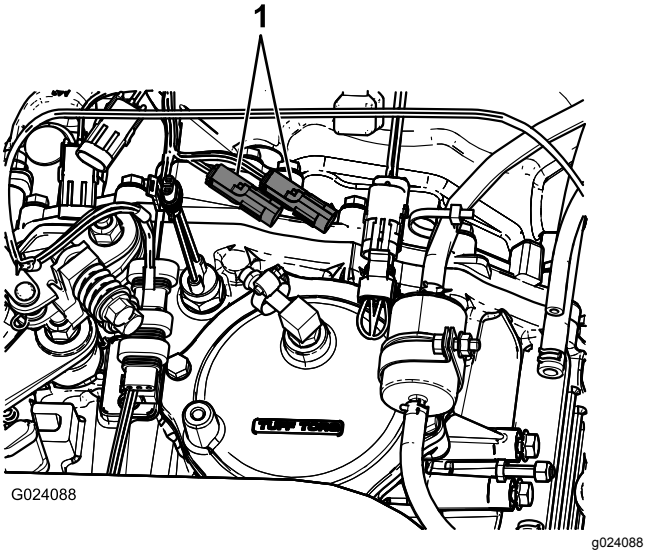

Figuur 16
2. Aan de transaxle van de machine sluit u de stekker met 3 pinnen van de machinekabelboom voor de snelheidssensor aan op de aansluiting met 3 contacten van de spuitmachinekabelboom voor de snelheidssensor (Figuur 16).